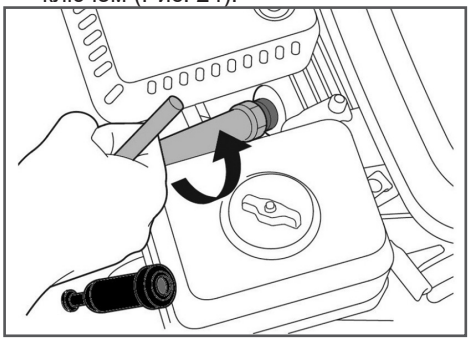

Рис. 24 Обслуживание свечи зажигания
2. Открутите свечу зажигания свечным ключом (Рис. 24).